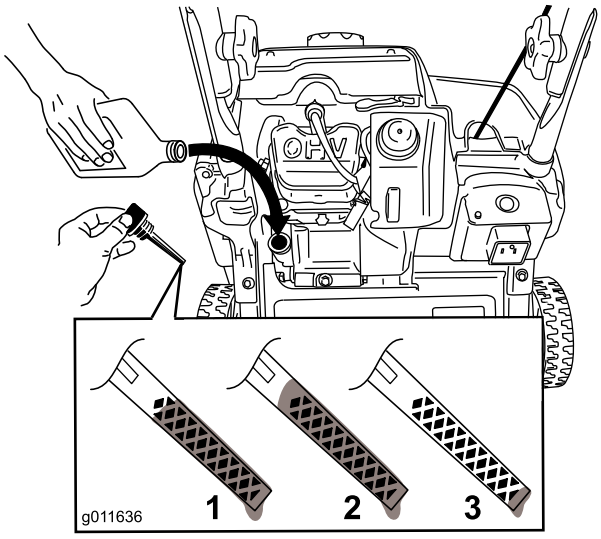

Figur 8
2. Rengör runt oljepåfyllningslocket (Figur 8).
Obs: Information om rätt oljenivå på oljestickan finns i Figur 8.
Obs: Fyll på olja i vevhuset tills oljestickan visar rätt oljenivå i enlighet med Figur 8. Om du fyller på för mycket olja i motorn tar du bort överflödig olja i enlighet med avsnittet Byta ut motoroljan.